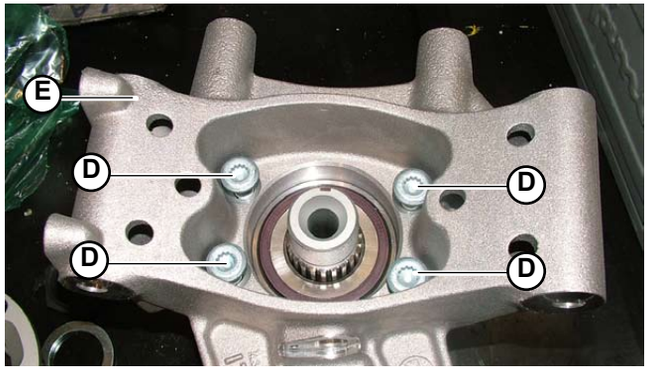

Fig.3
4. Unscrew the 4 screws (**D-Fig.3**) securing the hub carrier to the bearing.
5. Remove the hub carrier (**E-Fig.3**).